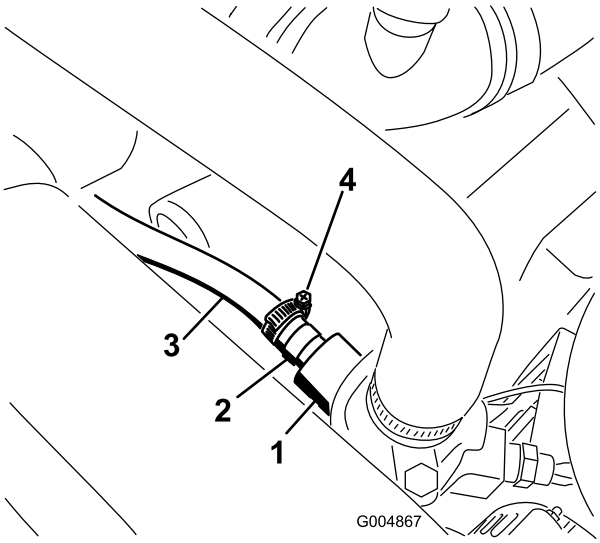

Figur 16
3. Monter slangeadapterfittingen i motorens termostathus (Figur 16).
4. Tilslut den løse ende på trykslangen til adapterfittingen på motorens termostathus (Figur 16).
Bemærk: Fastgør slangen til adapterfittingen ved hjælp af en slangeklemme. Før slangen under luftfilteret som vist i Figur 16.
Bemærk: Før slangerne væk fra eventuelle varme, roterende eller skarpe genstande. Fastgør de 2 koblingsslanger sammen med et kabelbånd som vist i Figur 16.